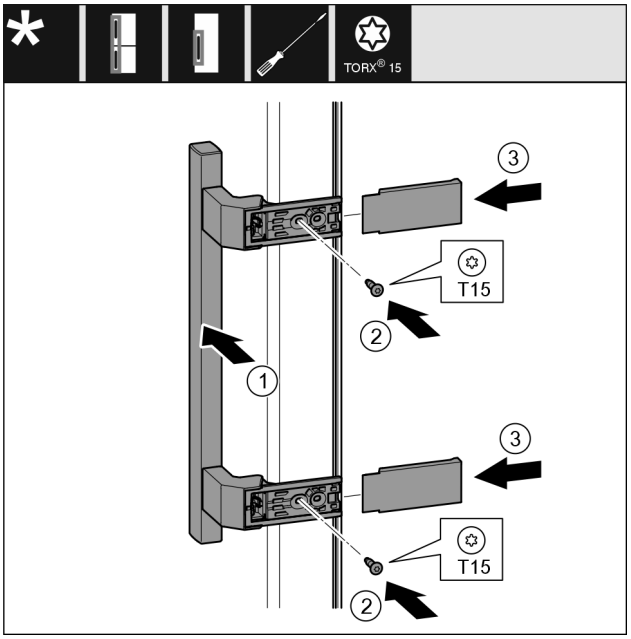

Fig. 11
- ▶ Установите ручку на противоположной стороне. *Fig. 11 (1)*
- ▶ Затяните винты отверткой T15. *Fig. 11 (2)*
- ▶ Установите крышки сбоку и надвиньте их. *Fig. 11 (3)*